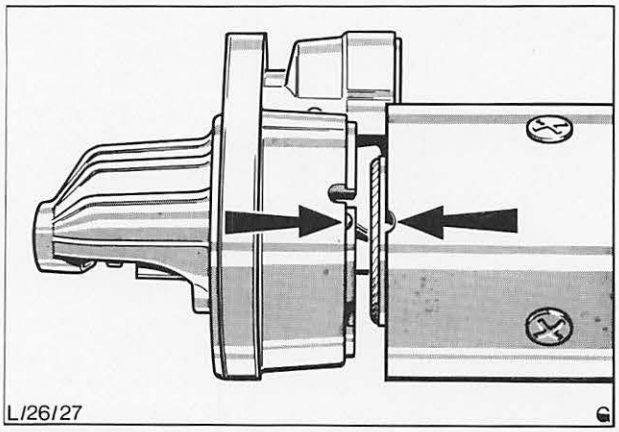

Abb. 35 Paßkerbe und Arretierstift ausrichten
21. Paßkerbe und Arretierstift am Antriebslagerschild bzw. Polgehäuse ausrichten, Abb. 35, und Schild mit beiden Schrauben am Antriebslagerschild befestigen.